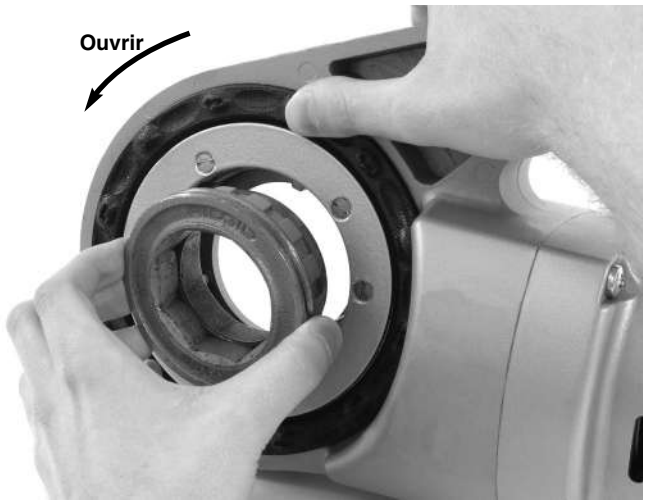

Figure 8 – Installation de l'adaptateur sur la 690-I
b. Au besoin, installez l'adaptateur du 690-I *(Figure 8).*